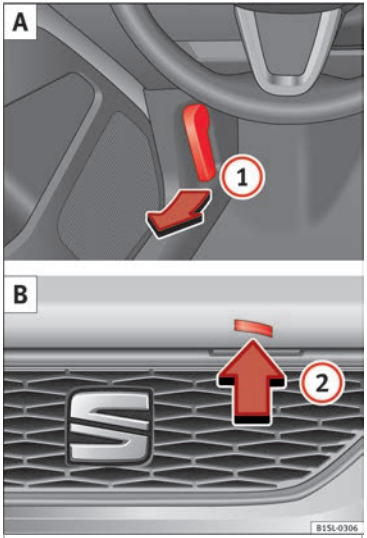

Fig. 8 A: Release lever in the footwell on the driver side B: Release lever on the bonnet
- Pull the release lever (1) in the direction of the arrow ››› **Fig. 8 A**. The bonnet is released from the lock carrier by a spring mechanism ››› ⚠ **in Working in the engine compartment on page 186**.
- Lift the bonnet up slightly while pressing the release lever (2) **B** in the direction of the arrow to completely open the bonnet.
- Take out the bonnet support rod from its clip in the direction of the arrow (3) **C** and place it in the corresponding open position (4) **D** (arrow).